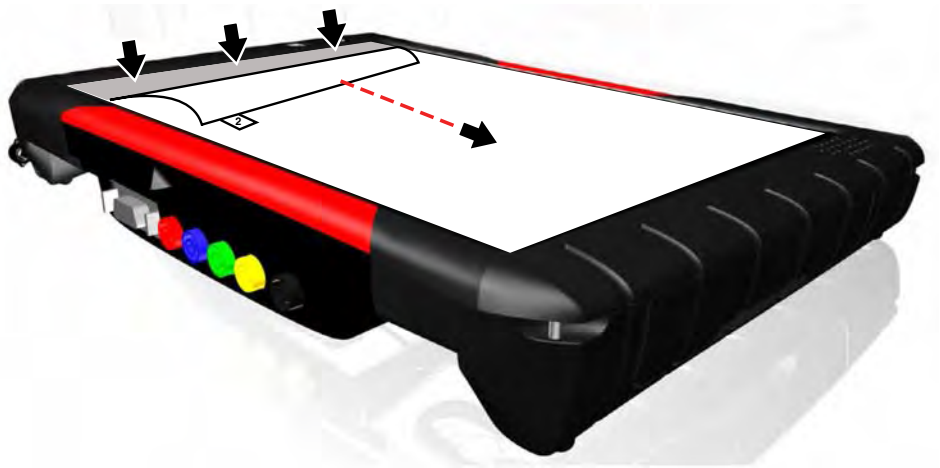

Figure 14-6 *Removing front mask (Tab 2)*
3. Do not remove the front mask (Tab 2) at this time (Figure 14-6).
6. Once the protector is in place and air bubbles are removed, slowly remove the front mask (Tab 2) (Figure 14-6). Lightly hold the protector in place (under Tab 2), when you start to remove the front mask.